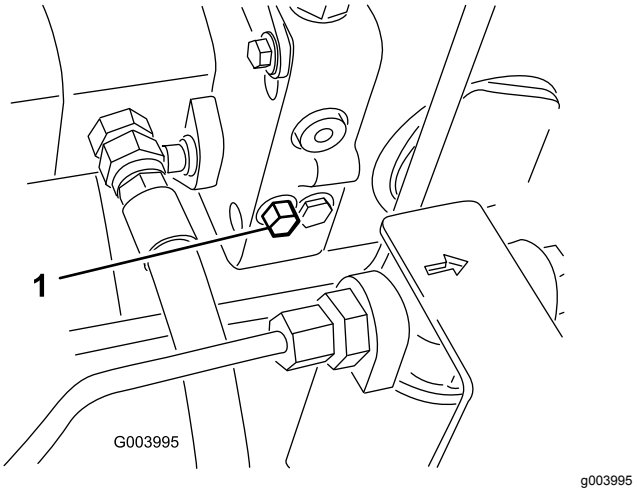

Figur 68
1. Drej omløbsventilens bolt 1½ omgang for at åbne den og lade olien løbe om internt (Figur 68).